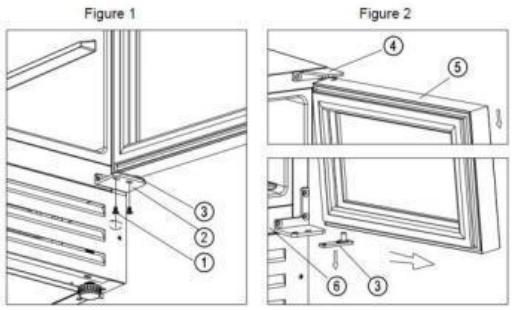

Figures 1–2
2. (Figure 1) Dévissez les deux vis (1) de la charnière inférieure droite (2).